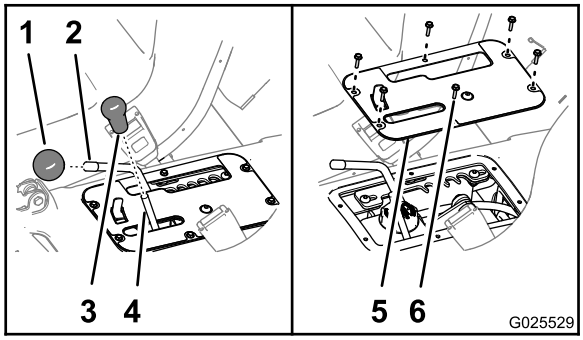

Figur 70
1. Fjern grebene fra det hydrauliske løftegreb og hastighedsomskifteren (Figur 70).
2. Fjern de seks sekskantede skiveskruer (nr. 10 x 3/4 tomme), der fastgør kontroldækselpladen til sædesoklen, og fjern dækselpladen (Figur 70).
6. Ret hullerne i kontroldækselpladen ind efter hullerne i sædesoklen (Figur 70).
7. Fastgør pladen til soklen med de seks sekskantede skiveskruer (Figur 70), som du fjernede i trin 2.
8. Skru grebene på stængerne til det hydrauliske løftegreb og hastighedsomskifteren (Figur 70).
2. Fjern grebene fra det hydrauliske løftegreb og hastighedsomskifteren (Figur 70).
3. Fjern de seks sekskantede skiveskruer (nr. 10 x 3/4 tomme), der fastgør kontroldækselpladen til sædesoklen, og fjern dækselpladen (Figur 70).
9. Ret hullerne i kontroldækselpladen ind efter hullerne i sædesoklen (Figur 70).
10. Fastgør pladen til soklen med de seks sekskantede skiveskruer (Figur 70), som du fjernede i trin 3.
11. Skru grebene på stængerne til det hydrauliske løftegreb og hastighedsomskifteren (Figur 70).